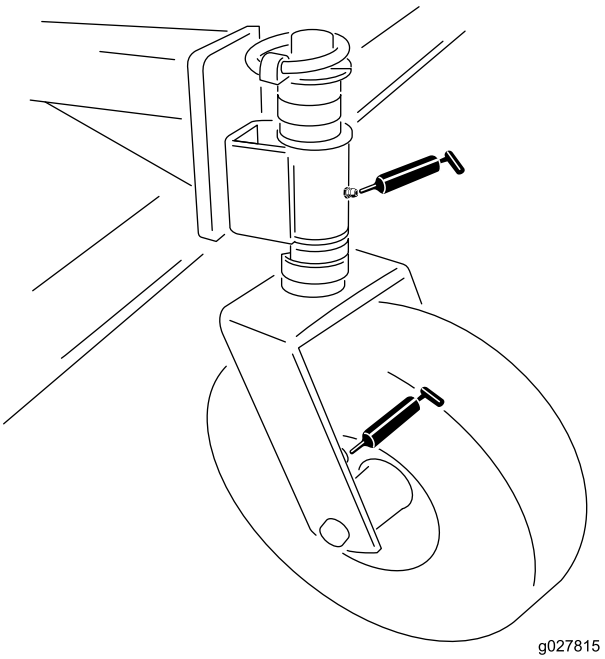

Figur 7
- Styrehjul (2 på hver) (Figur 7)